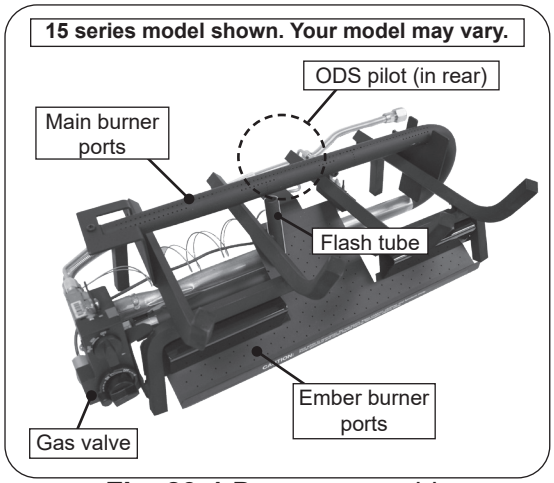

**Fig. 29-1** Burner assembly
**A. It is imperative that all control components and compartments, burners, and circulating air passageways of the appliance be kept clean and free of all obstructions. Excessive lint can build up on this unit from carpeting, bedding material, pet hairs, or other particles in the air.** The ODS pilot is especially sensitive to a dirty environment and will not function properly if dirty. Refer to Fig. 29-1 and the CLEANING AND SERVICING THE ODS PILOT section to make certain all air openings are clean and free of obstructions, including:
- The flash tube and its corresponding carryover ports (see Fig. 29-1). Obstructions in or around the flash tube may result in the ember burner not lighting and/or an intermittent popping noise from the flash tube.
- All of the ports on both the bottom ember burner and the top main burner. (See Fig. 29-1.)